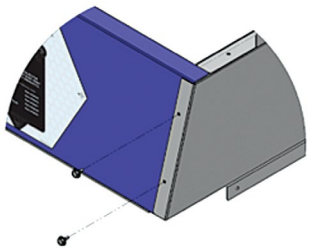

Figure 6: Secure rear panel to side panel with supplied No. 10 x 3/8" screws
5. Secure the rear panel to the side panel using the supplied No. 10 x 3/8” screws in the aligned pre-drilled holes as shown in **Figure 6.**